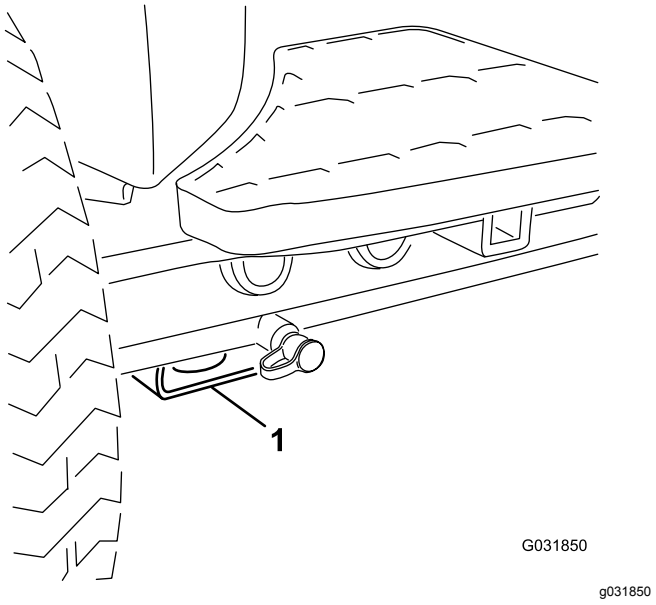

Figure 41
- Avant – patin rectangulaire sous le tube d'essieu, à l'intérieur de chaque roue avant (Figure 41).